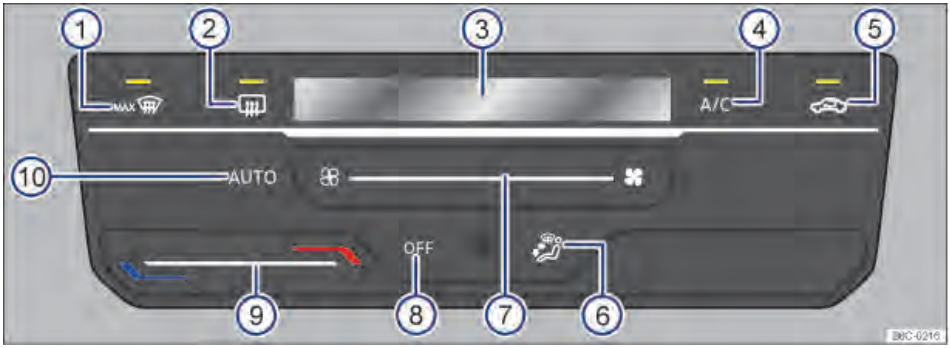

Fig. 88 Comandos do Climatronic.
– *Climatronic:* girar o regulador do ventilador para a esquerda até o batente → Fig. 88 ⑦
Com o botão AUTO → Fig. 88 ⑥ é possível ligar o modo automático do Climatronic.
O modo automático garante temperaturas constantes no interior do veículo. A temperatura do ar, o volume de ar e a distribuição de ar são regulados automaticamente. O funcionamento automático se desliga quando a ventilação é alterada manualmente ou com a alteração da distribuição de ar através do botão → Fig. 88 ④ pressionar.
– *Climatronic:* tocar na superfície de função→ Fig. 88 ⑨.
No display do Climatronic → Fig. 88 ⑧ é indicada a temperatura ajustada. ▶
– *Climatronic:* tocar na superfície de função → Fig. 88 ⑦.
– *Climatronic:* pressionar o botão → Fig. 88 ④ para posição desejada, a distribuição selecionada será indicada no display ⑧.
– *Climatronic:* pressionar o botão MAX → Fig. 88 ①.